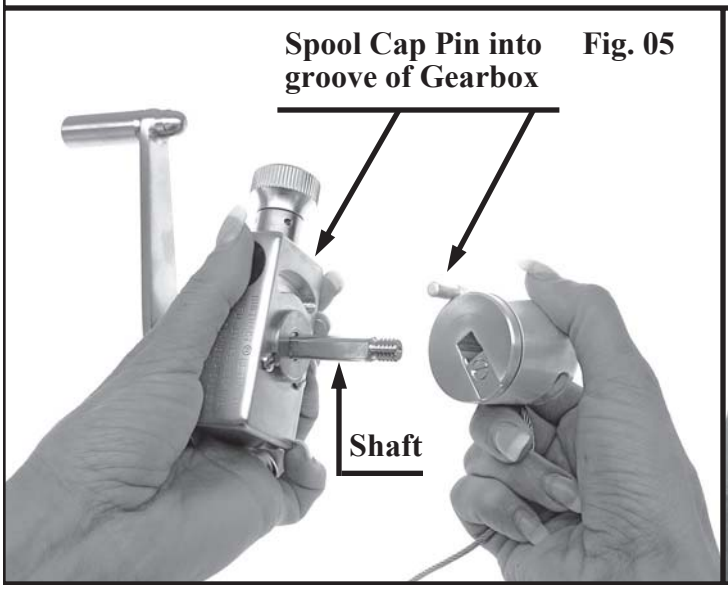
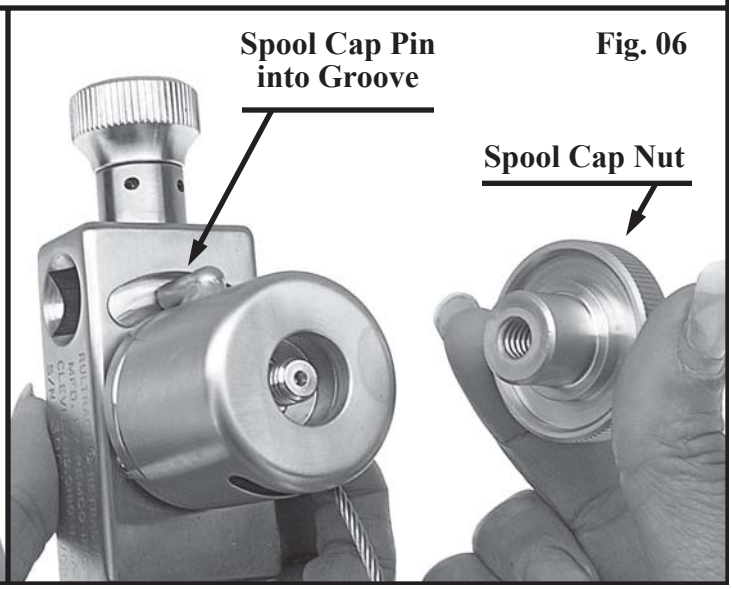

Fig. 05
Fig. 06
STEP 3 SPOOL CAP ASSEMBLY: While holding the Gearbox and Crank Handle together, line up Spool Cap Pin with the groove in the Gearbox. Slide the Spool Cap Assembly onto the shaft (Fig. 05).
Spool Cap Pin must be inserted into groove of Gearbox. While holding Crank Handle Assembly and Gearbox firmly, screw the Spool Cap Nut onto the shaft by turning clockwise. **Hand tighten securely (Fig. 06).**
Holding the Crank Handle Assembly as shown, unscrew and remove the Spool Cap Nut using a counter clockwise rotation (Fig. 03 & 04). Slide Spool Cap Assembly from shaft of Crank Handle Assembly (Fig. 05). Slide Crank Handle Assembly out of Gearbox. At this time, note square of shaft and square hole in Gearbox (Fig. 06).